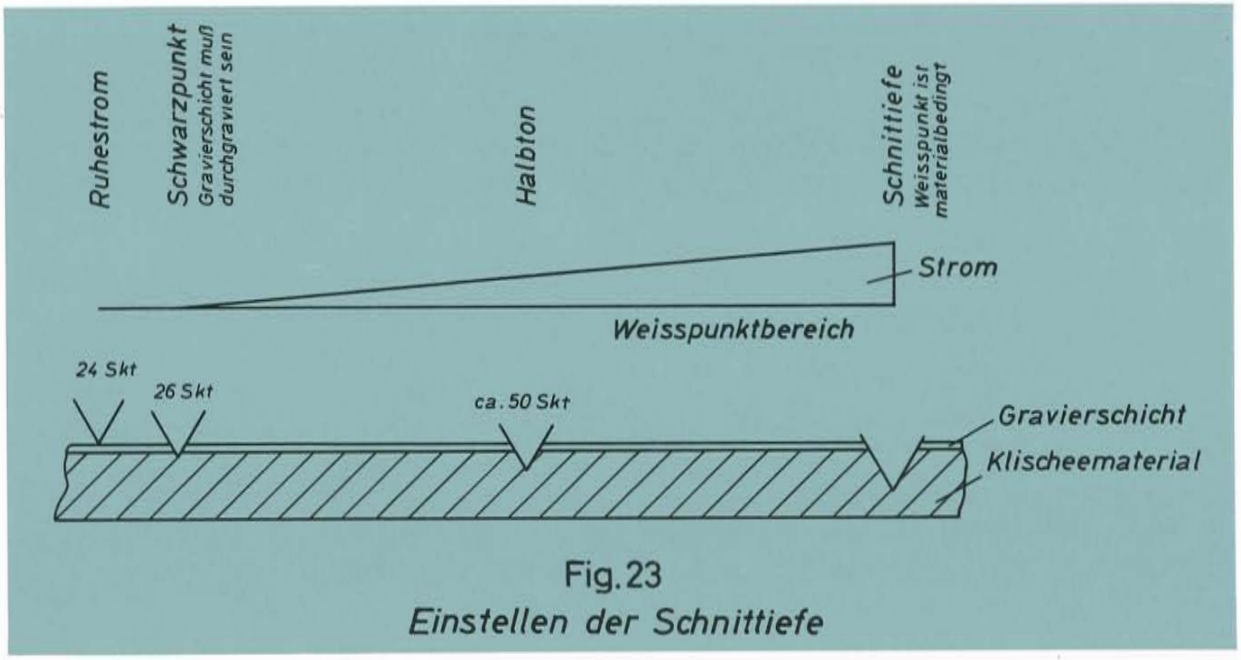

Fig. 23
17. Nach richtiger Einstellung des Schwarzpunktes, Kippschalter des Hauptverstärkers auf „Weißpunkt" (**Fig. 23**).